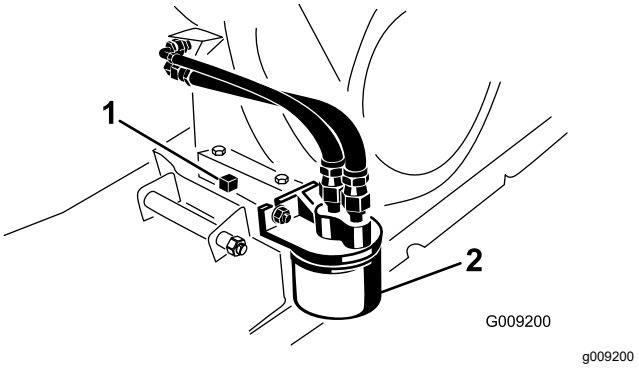

Figur 36
7. Placera ett avtappningskärl under avtappningspluggen (Figur 36).
8. Ta bort avtappningspluggen och förslutningen (Figur 36).
2. Avlägsna det befintliga oljefiltret (Figur 36).
4. Skruva fast det nya filtret på filteradaptern tills packningen vidrör fästplattan och dra sedan åt filtret ytterligare ½ till ¾ varv (Figur 36).